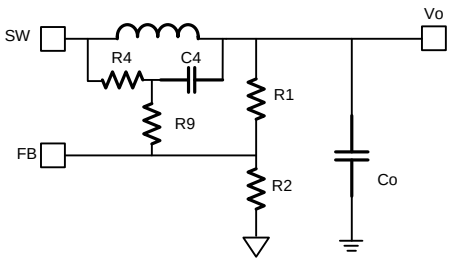

Figure 12—Simplified circuit with external ramp
C4 acts as a feed-forward capacitor to improve the transient and can be set in the range of 0 pF-1000 pF. A larger value for C4 leads to better transient, but it is more noise sensitive. Reserve room for a noise filter resistor (R9) as shown in Figure 12. The value is calculated with Equation (5).
Besides the R1 & R2 divider, the output voltage is influenced by R4 (see Figure 12). R2 should be chosen reasonably, a small value for R2 leads to considerable quiescent current loss while too large a value for R2 makes the FB noise sensitive. It is recommended to choose a value within 5 kΩ-50 kΩ for R2. Use a comparatively larger value for R2 when Vo is low and a smaller value for R2 when Vo is high. The value of R1 then is determined using Equation (4):